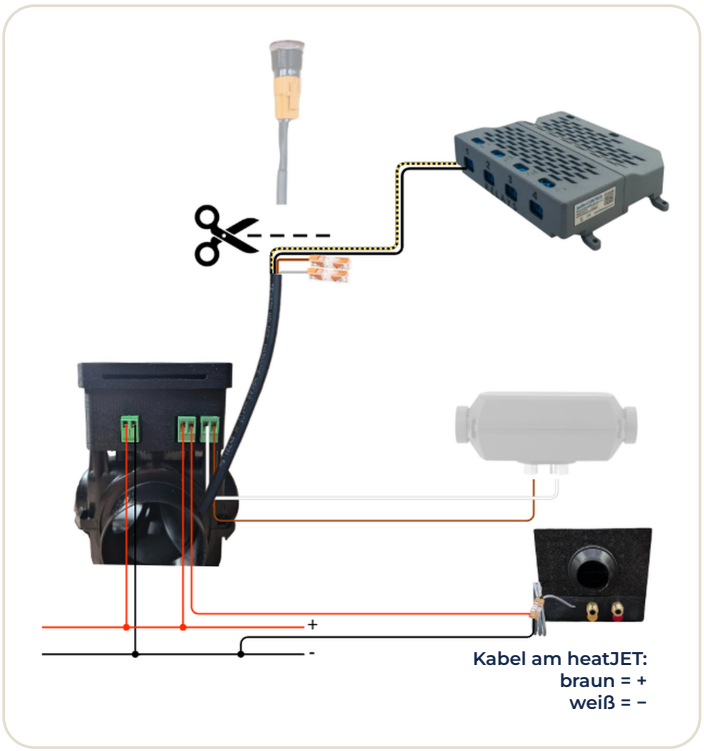

Abbildung 5
3. Die graue und die braune Ader werden bei dieser Variante nicht benötigt. Isolieren Sie beide Adern einzeln und fachgerecht, wie in Abbildung 5 dargestellt.